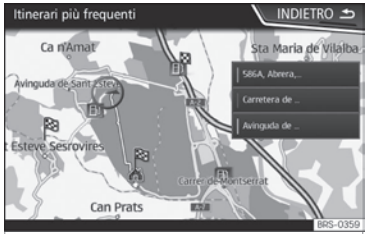

Fig. 229 Navigazione predittiva
• Nella schermata principale del menu di navigazione, premere sulla finestra pop-up il tasto Percorsi frequenti. Per visualizzare i percorsi abituali, premere il tasto Mostra sulla cartina ››› **fig. 229**.